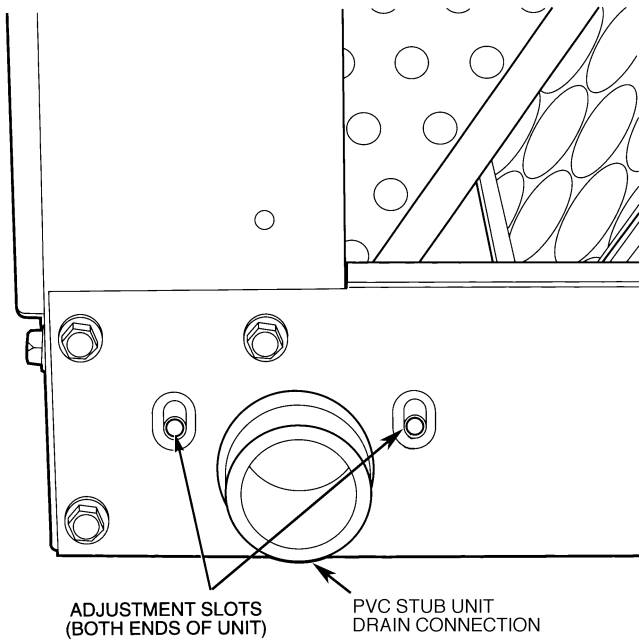

**Fig. 10 — Condensate Drains**
**Condensate Drain** Install a trapped condensate drain line to unit connection as shown in Fig. 9. The unit drain connection is a PVC stub. See Fig. 10. Some areas may require an adapter to connect to either galvanized steel or copper pipe. For these applications, install a field-supplied threaded PVC adapter.
**NOTE:** As shipped, the unit's condensate drain pan is NOT sloped towards the drain connection. The pan slope must be changed to pitch towards the side of the unit with the drain connection. See Fig. 10. Loosen the 2 screws next to the drain outlet at both ends of the unit, push drain pan down in the slots near the drain connection, and up in the slots on the opposite end. Retighten screws. The pan should have a pitch of at least $^1/_4$-in. over its length toward the drain connection.